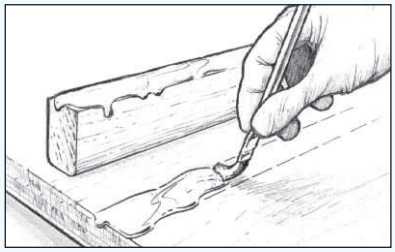

Figur 9 Applicera bas/härdarblandning på fogytan
1. Gör en bas/härdarblandning och stryk den på båda de ytor som ska limmas *(Figur 9)*. Denna teknik kallar vi för att “grunda”. Epoxin kan strykas ut med en engångspensel på mindre ytor eller med en skumroller på större ytor. På stora horisontella ytor kan man lägga på epoxin med en limspridare av plast.